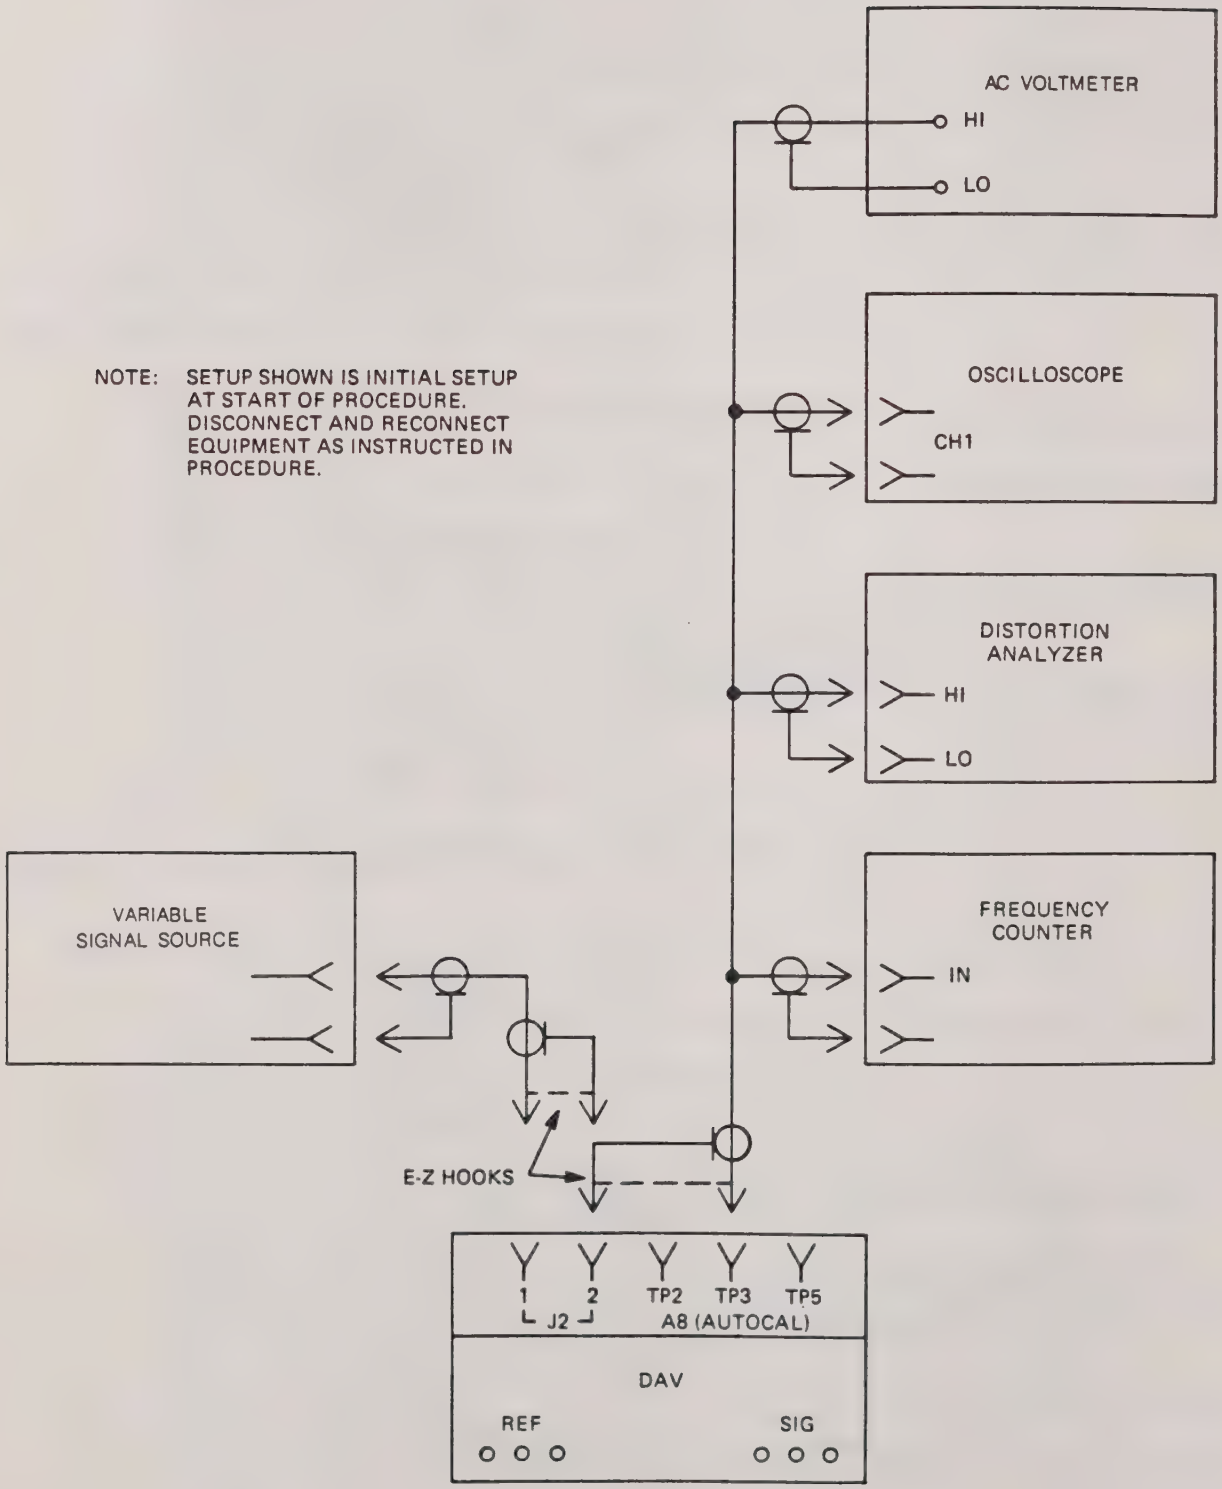

Figure 3-14. Autocal A8 Alignment, Test Setup Diagram
1. Set up equipment as shown in figure 3-14.